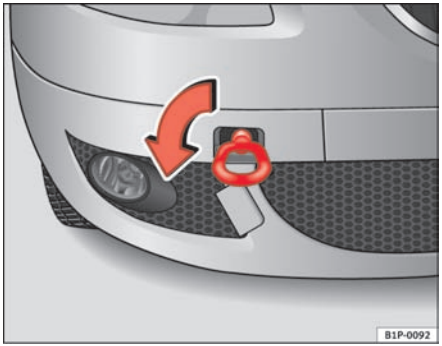
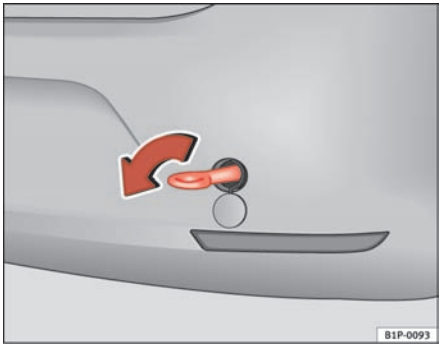

Fig. 182 The front right section of the vehicle: Fitting the front towing eye
Fig. 183 Fitting the towing eye to the rear of the vehicle
- Screw the towing eye as shown by arrow *anti-clockwise* to the limit position in the front ⇒ page 255, fig. 182 or rear ⇒ page 255, fig. 183 threaded hole. ■